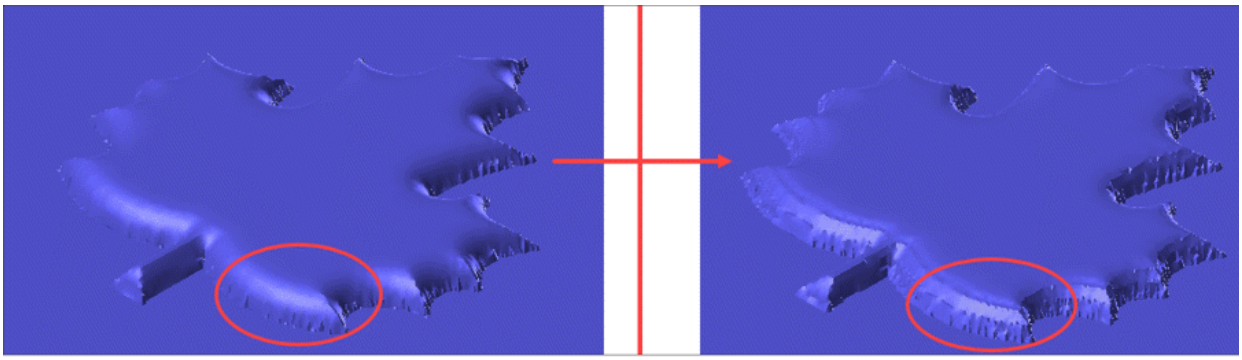

Figure-43. Applying Slant operation
- Click on the **OK** button from the **Slant** dialog box and then **Name the Operation** dialog box to apply changes; refer to Figure-43.